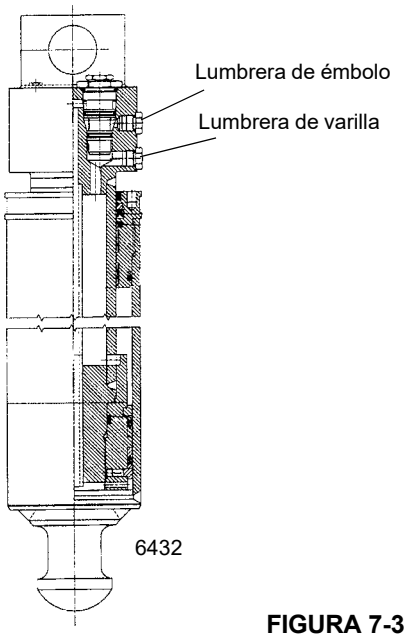

FIGURA 7-3
2. Quite la manguera del cilindro del lado de la varilla del cilindro de gato que se sospecha que tiene fugas (vea la Figura 7-3). El aceite fluirá hasta que se vacíe la cavidad del bloque de lumbreras del cilindro. Una vez que se vacíe la cavidad del bloque de lumbreras, el aceite deberá dejar de fluir por la lumbrera del lado de la varilla.
2. Quite la manguera del cilindro del lado del émbolo del cilindro de gato que se sospecha que tiene fugas (vea la Figura 7-3). El aceite fluirá hasta que se vacíe la cavidad del bloque de lumbreras del cilindro. Una vez que se vacíe la cavidad del bloque de lumbreras, el aceite deberá dejar de fluir por la lumbrera del lado del émbolo.